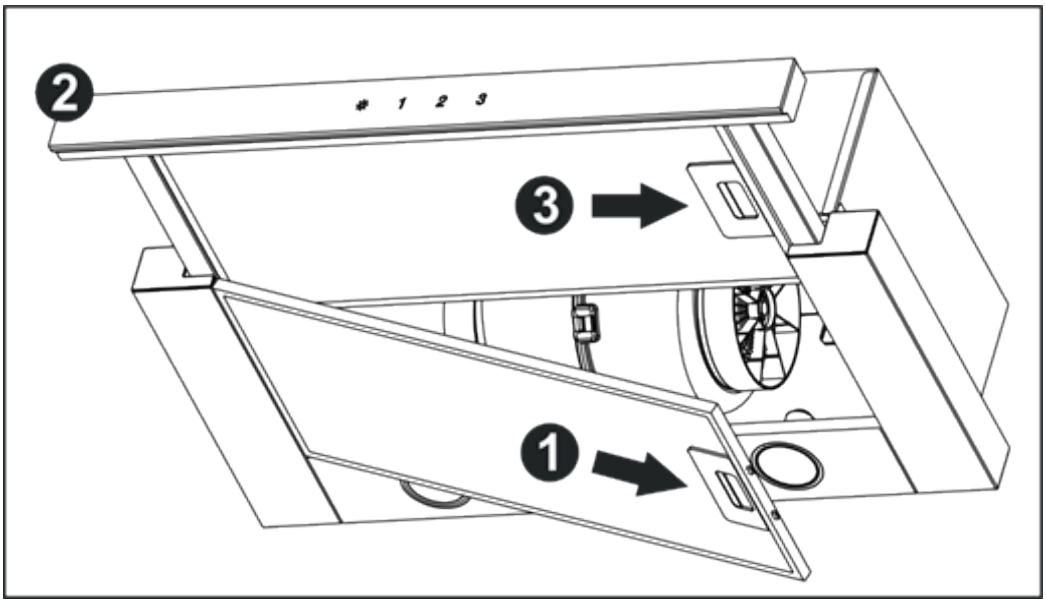

Рис.6
8.7 Для снятия алюминиевого фильтра **(рис.6)** следует нажать на пружинную задвижку алюминиевого фильтра **1** и снять его. Вытянуть выдвижную панель с фильтром **2** и снять алюминиевый фильтр **3.** Установка фильтра выполняется в обратном порядке.